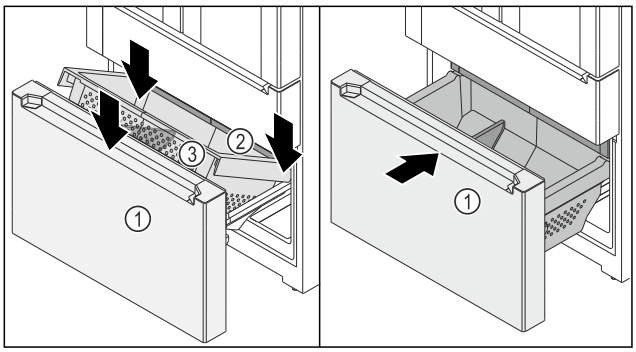

*Fig. 153*
- ❑ El carro extraíble *Fig. 153 (1)* está extraído.
- ❑ El cajón *Fig. 153 (2)* está introducido.
- ▶ Coloque el contenedor *Fig. 153 (3)* en la parte trasera sobre los carriles de la derecha y de la izquierda.
- ▶ Baje el contenedor *Fig. 153 (3)* por delante de modo que el contenedor *Fig. 153 (3)* abarque los carriles a la derecha y la izquierda.
- ▶ Introduzca el carro extraíble *Fig. 153 (1)*.